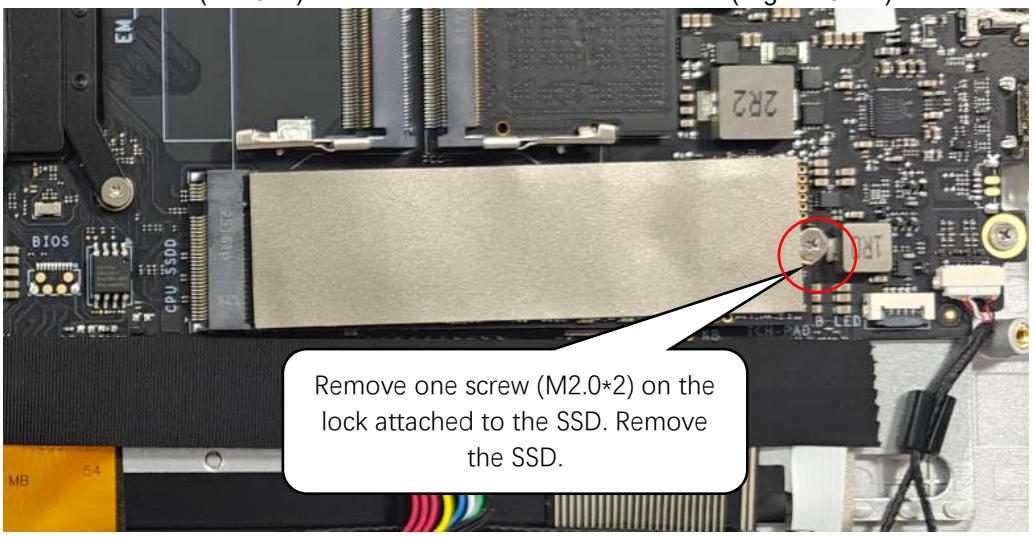

Figure 3-17. Remove SSD Screw
1. Remove one screw (M2.0*2) on the lock attached to the SSD.. (Figure 3-17)